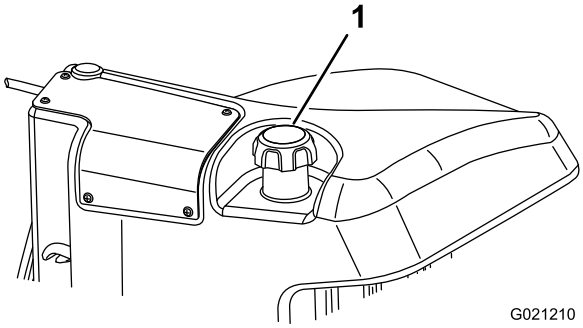

Figuur 31
3. Verwijder de dop van de brandstoftank (Figuur 31).